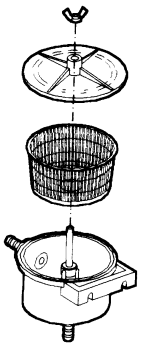

Fig. 7.4
(5) **Nettoyer le filtre à eau (Fig. 7.4).**
Nettoyer le filtre toutes les 200 heures, en desserant la colombe et en retirant l'élément filtrant. Le nettoyer et le monter à nouveau en veillant à ce que le couvercle s'adapte bien au joint torique (Fig. 7.4). Mettre ensuite le moteur en marche pour vérifier s'il perd de l'eau parle couvercle.